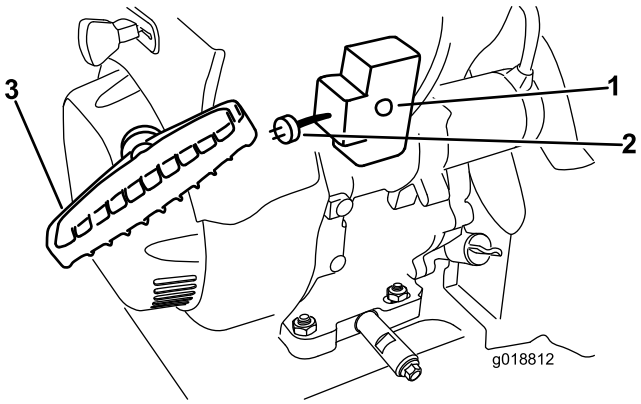

Figura 30
7. Avviate la macchina tirando la maniglia dell'avviatore autoavvolgente o premendo il pulsante dell'avviamento elettrico (Figura 30).